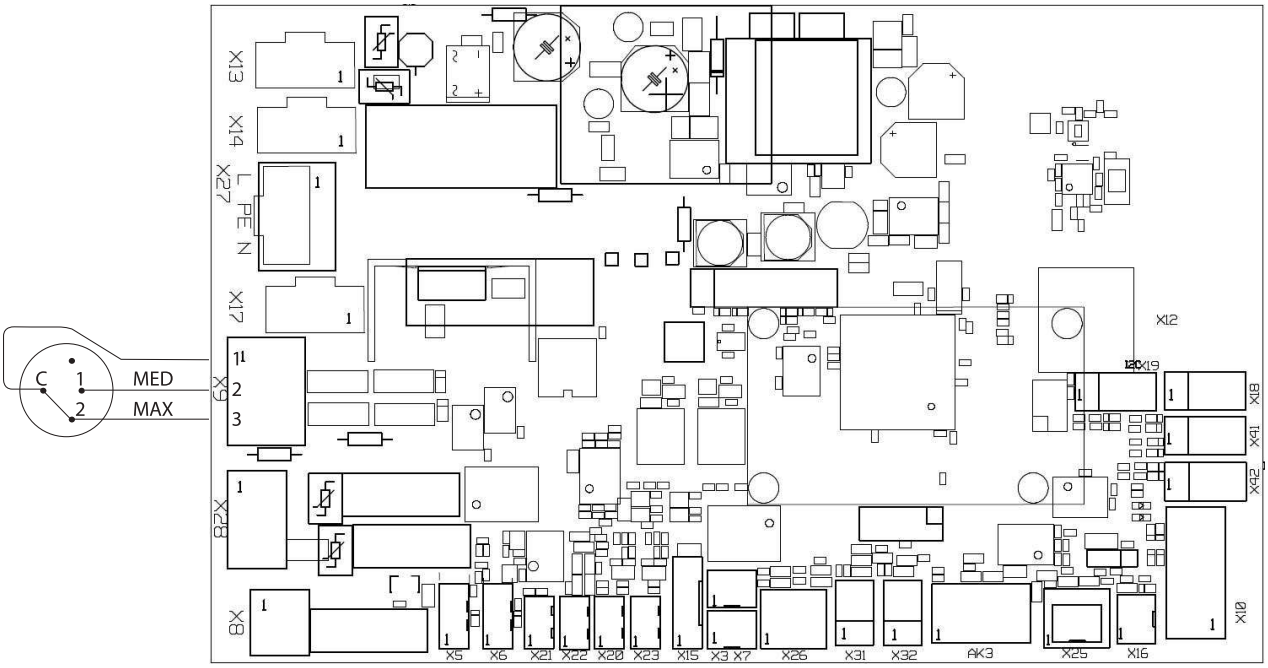

Rys. 3 - Schemat płyty głównej
2. Wyjmij z centrali wentylacyjnej nóżki montażowe (4 szt.) i elastyczny przewód skroplin (zob. Rys. 3)